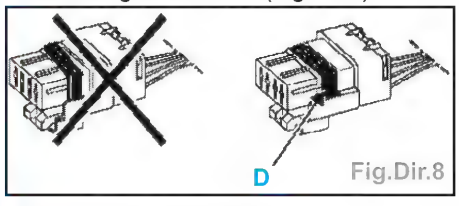

Fig.Dir.8
• il est impératif de vérifier l'état et la position du joint d'étanchéité (D) du connecteur d'angle de volant (Fig.Dir.8).